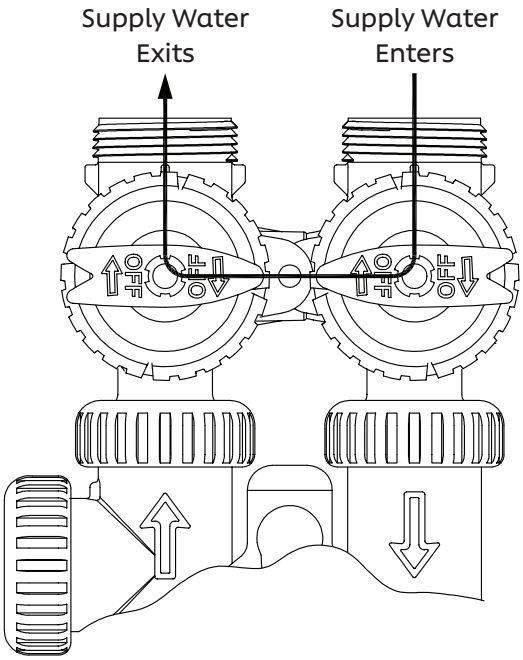

Figure 2
2. **Bypass Position:** When the inlet and outlet handles point to the center of the bypass, the control valve is isolated from the water pressure contained in the plumbing system. Untreated water is supplied to the plumbing system. (See Figure 2 on page 5)